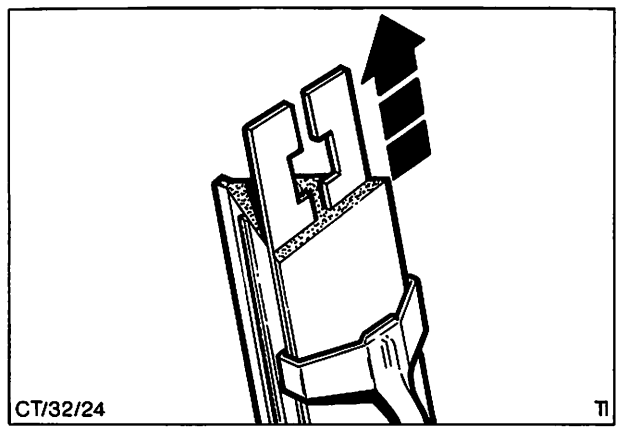

Abb. 50 Aussparungen der Leisten müssen zueinander gerichtet sein
4. Neuen Wischergummi in das Wischerblatt einhaken. Metalleisten in die Nuten des Wischergummis einführen. Dabei müssen die Aussparungen der Leisten zueinander gerichtet sein, Abb. 50.